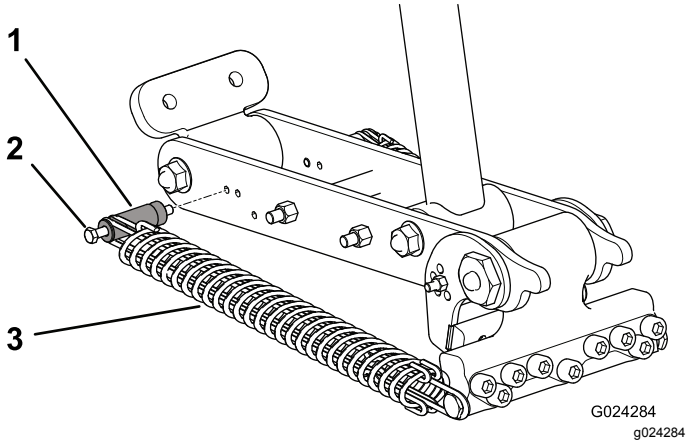
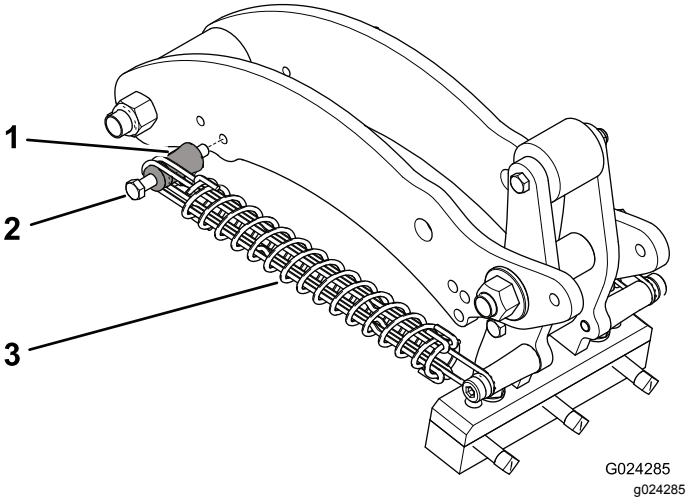

Figur 41
Figur 42
4. Fjern mutteren som fester bolten for fjærmonteringsposten til forbindelsesarmen (Figur 41 eller Figur 42).
sett disse inn igjen i det andre justeringshullet (Figur 41 eller Figur 42).